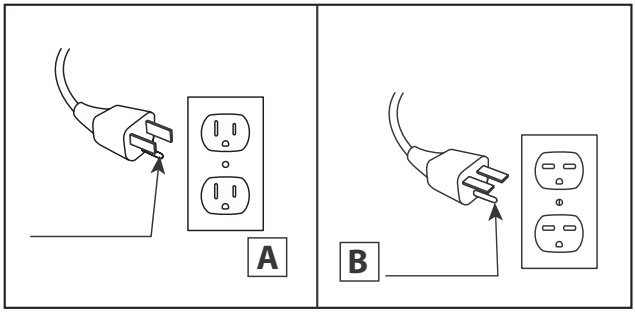

Fig.1
12. Connect to properly grounded outlets only. This heater is for use on 120 volts. The cord has a plug as shown at A in Fig.1 Do not use a 2 prong adapter. Never use with an extension cord or relocatable power tap (outlet/ power strip).
12. Conectar solamente a una toma de corriente con conexión a tierra adecuada. Este calentador debe utilizarse con 120 voltios. El cable incluye un enchufe tal como se muestra en la figura A en la Fig.1. No utilice un adaptador de 2 clavijas. Nunca use un cable de extensión o tomas de alimentación reubicable (enchufes/ regletas).
12. Brancher uniquement dans une prise de courant munie d'une mise à la terre. Cet appareil de chauffage a été conçu pour être utilisé sous une tension de 120 V. La fiche du cordon est montrée à la figure 1 en A. Ne pas utiliser d'adaptateur de 3 broches à 2 broches. Ne jamais utiliser avec une rallonge ou une barre d'alimentation (multiprises).